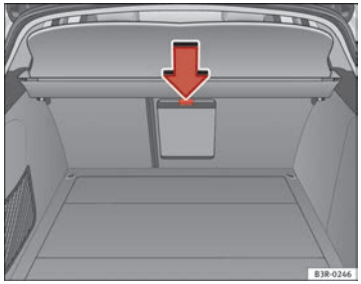

Fig. 126 Detailed view of the rear of the rear backrest: Ski bag cover
– Press the release catch for the ski bag cover (flecha) and fold the cover downwards ⇒ Fig. 126.